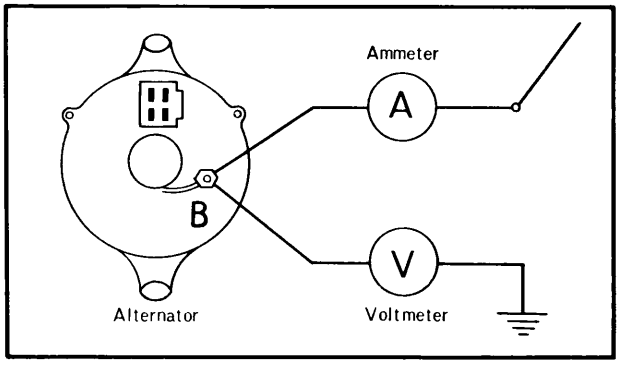

Fig. 5–9 Checking alternator
1. Disconnect the wire from "B" terminal of the alternator and connect the ammeter with the negative lead of the ammeter to the wire and the positive lead to the "B" terminal, as shown in Fig. 5–9